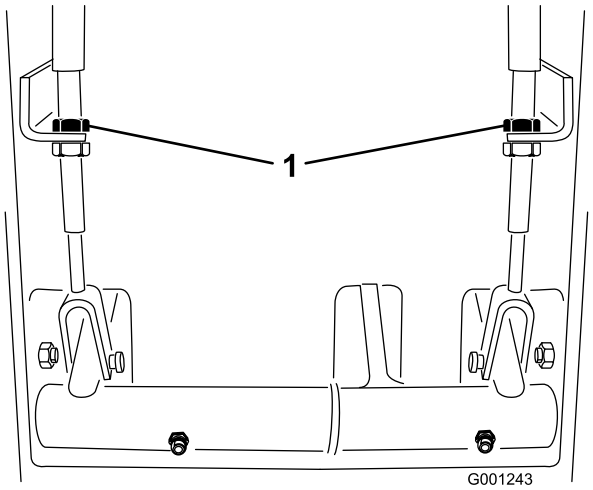

Figuur 62
2. Om de speling op de rempedalen te verkleinen, draait u de remmen vast. Draai hiervoor de voorste moer op het draadeinde van de remkabel los (Figuur 62). Draai vervolgens de achterste moer vast om de kabel naar achteren te halen totdat de rempedalen 13 tot 25 mm speling hebben.